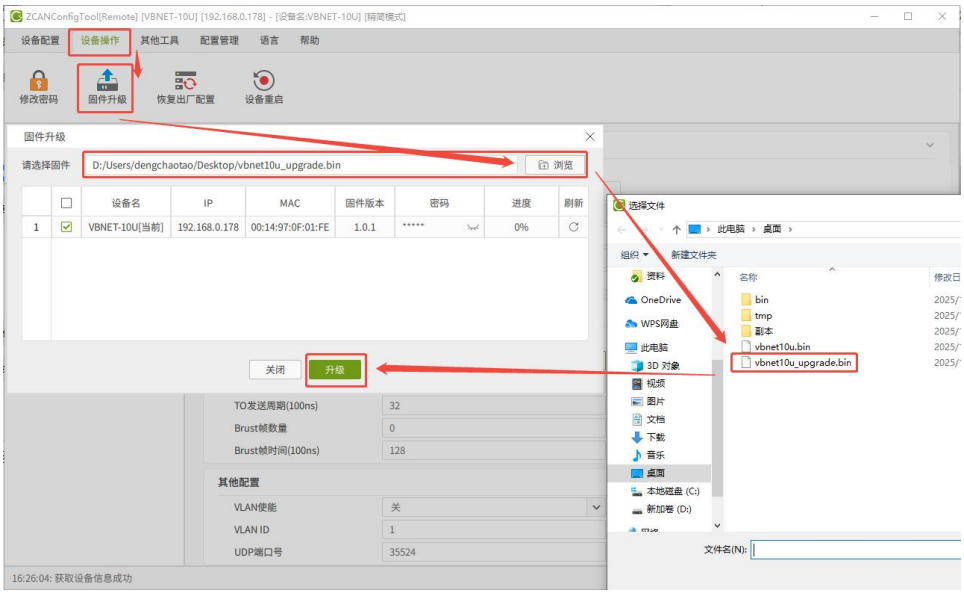

图 4.11 固件升级
2. BOOT 模式，设备上电时长按按键 3s，设备进入 BOOT 固件升级模式，设备双灯频闪，只能使用以太网线连接 PC，配置工具按图 4.11 操作。